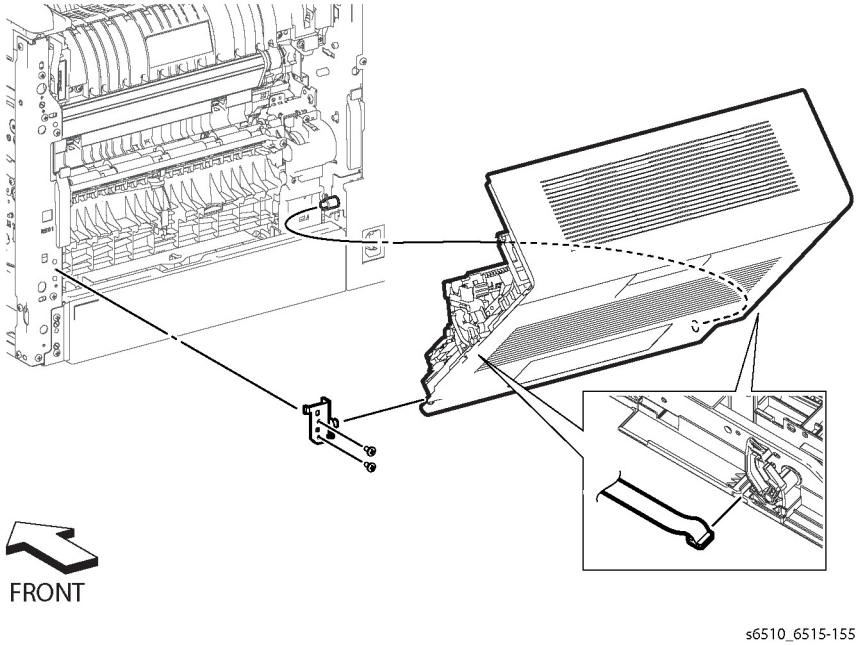

Figure 1 Remove the Rear Cover Assembly (SFP)
5. Refer to Figure 1 to remove the two screws (silver, M3x6mm) attaching the Right Rear Hinge.